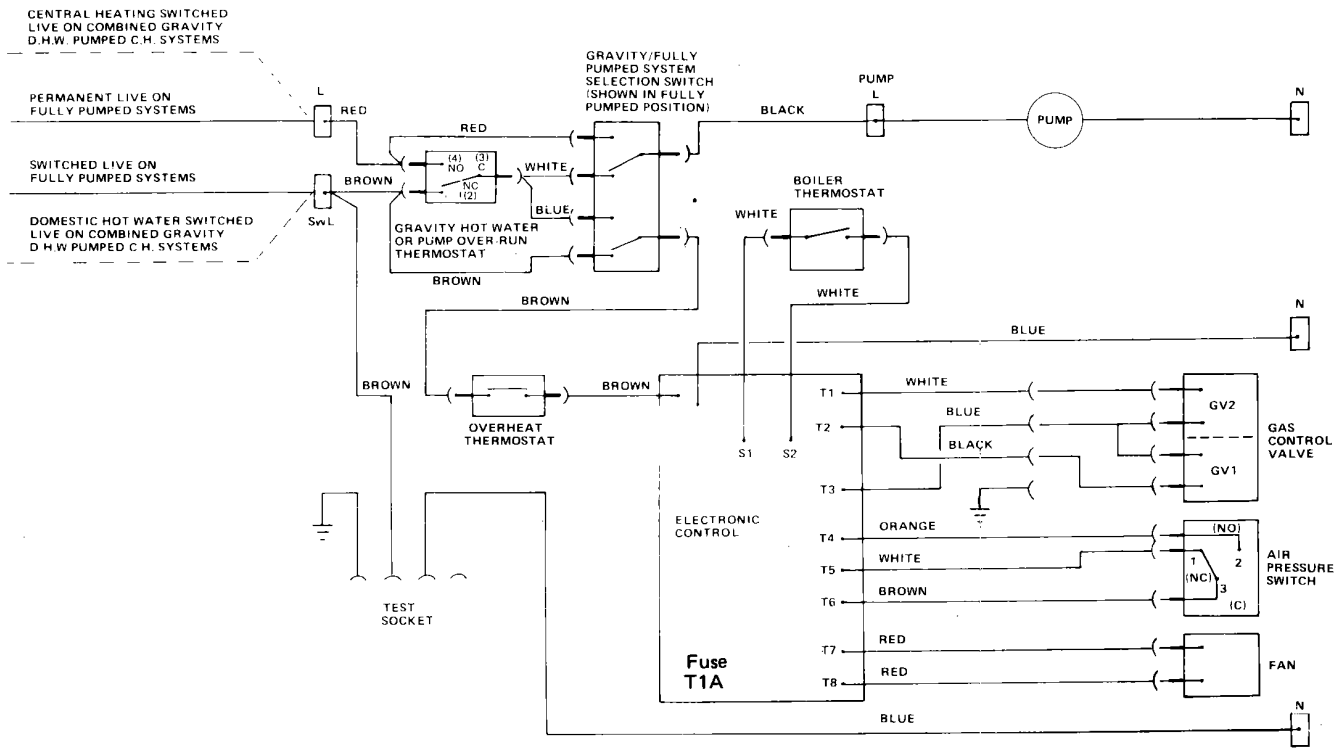

Fig. 27 FUNCTIONAL FLOW DIAGRAM
Refer to Fault Finding Chart FIG. 31 and Wiring Diagram FIGS. 27, 28.
4. Disconnect the electrical supply from the gas valve. Note: White Rodgers, has individual Wire positions. Refer to FIGS. 27 and 28.